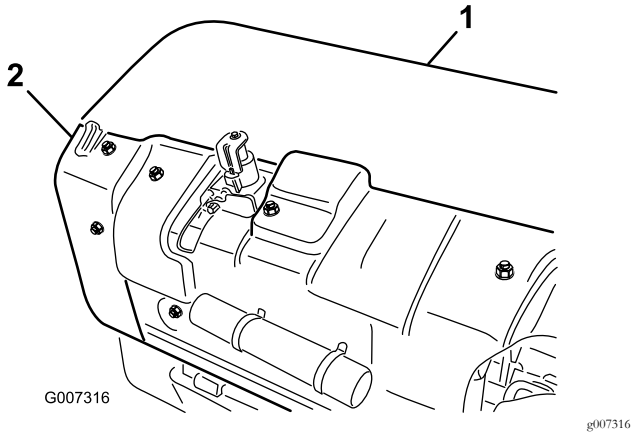

**Figur 36**
1. Fjern det bageste kernehoveddæksel (Figur 36).
2. Fjern remskiveafskærmningens monteringsbolte, og afmonter afskærmningen (Figur 36).